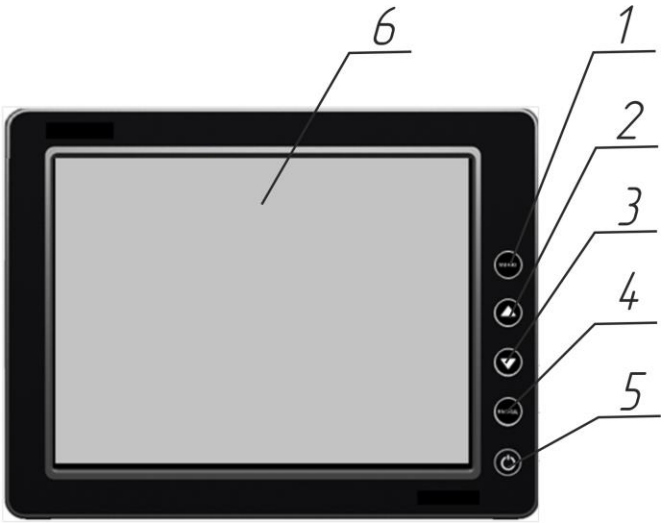
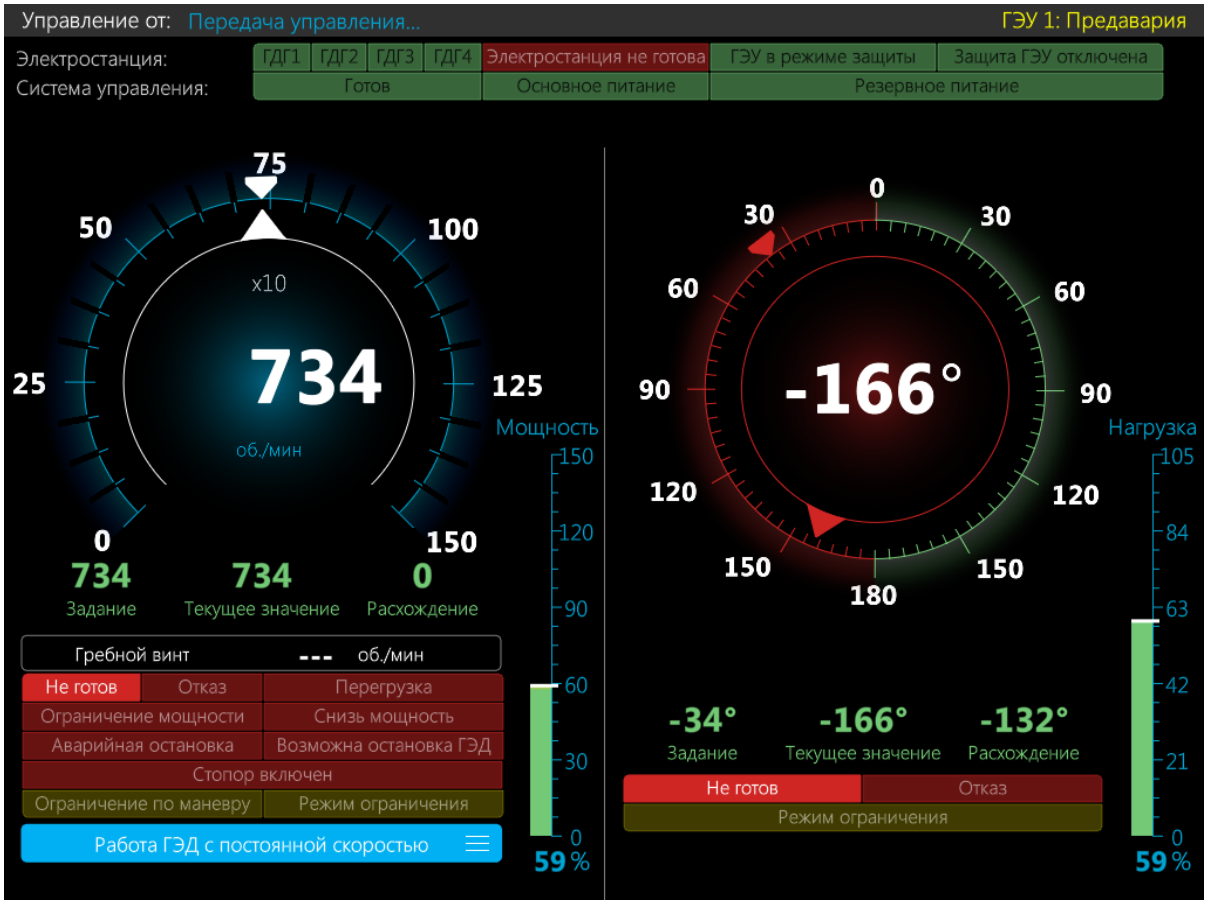
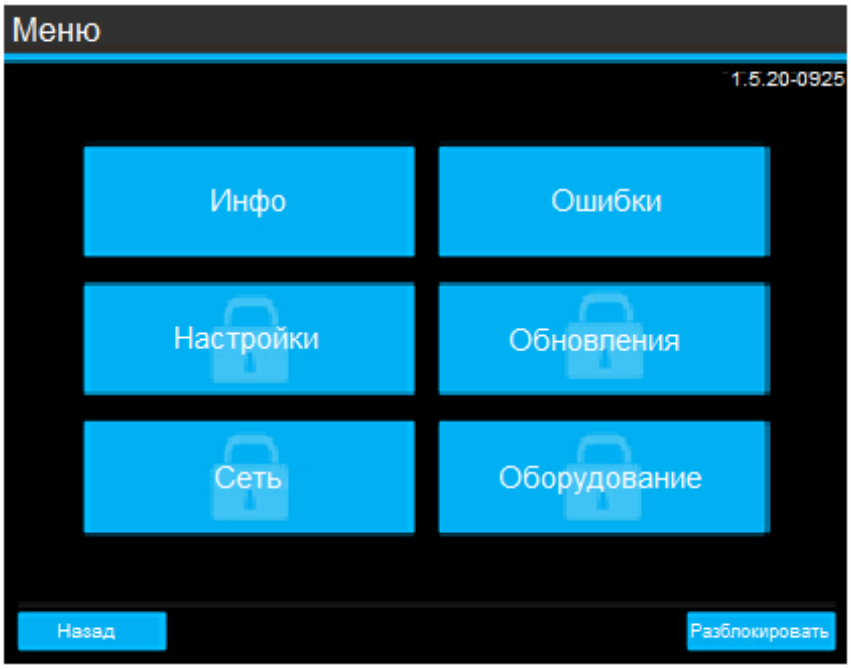

Рисунок 7 – Внешний вид модуля отображения
Рисунок 8 – Основной информационный экран
Рисунок 10 – Структура меню модуля отображения
3.2.2 После подачи питания на ШПЛСУ на ЖК-экране модуля отображения появляется основной информационный экран, см. рисунок 8, который содержит программные кнопки управления ДРК и индикаторы, при помощи которых отображается информация о текущем состоянии системы и активных ПУ.
С основного информационного экрана (см. рисунок 8) по нажатию кнопки «Меню» на ЖК-экране модуля отображения (см. рисунок 7) можно перейти в сервисное меню (см. рисунок 10).